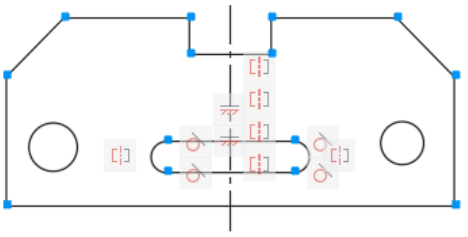

Figure 1-15 *Sketch after applying all Tangent constraints*
23. Similarly, apply the tangent constraint at all other places in the slot, as shown in Figure 1-15. You need to choose the **Show/Hide** button to display all constraints.